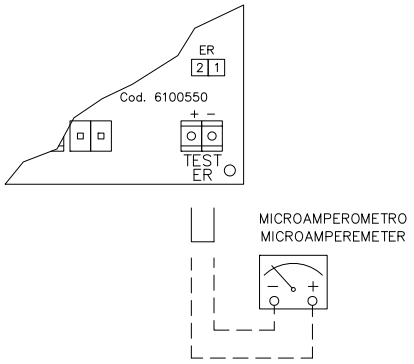
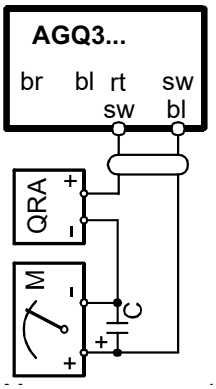

Fig. 38
Fig. 39
- Check the detection electrode, clean, adjust and, if necessary, replace; in case of doubt, check the detection circuit following the diagram in Fig. 38 and Fig. 39, after turning the burner back into operation.
| Siemens LME (with UV detector) | 3 µA (Fig. 38) - 200 µA (Fig. 39) |